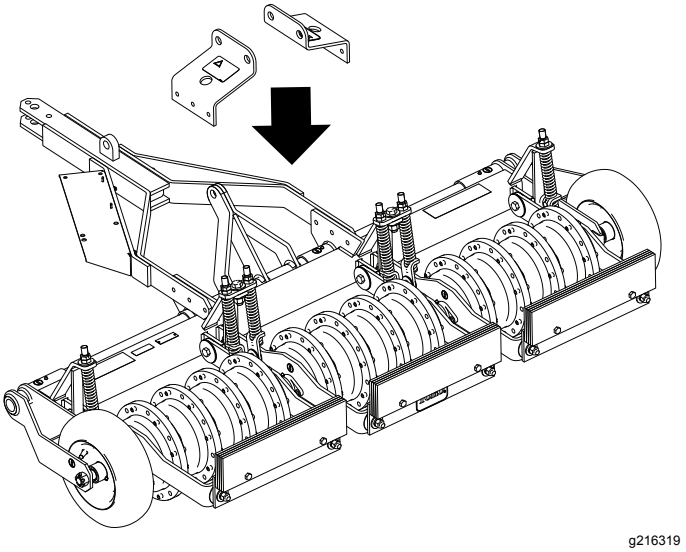

Rysunek 6
3. Zrównaj uchwyty na aeratorze w sposób pokazany na Rysunek 6.